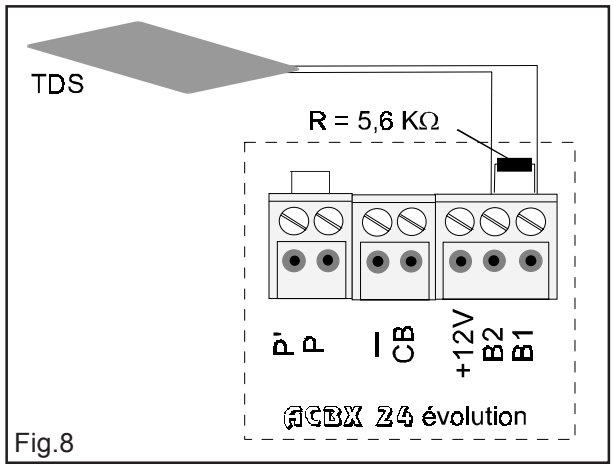

Fig.8
- Exemple de raccordement d'un tapis de sol (boucle normalement ouverte) TDS (code 10083) fig.8.